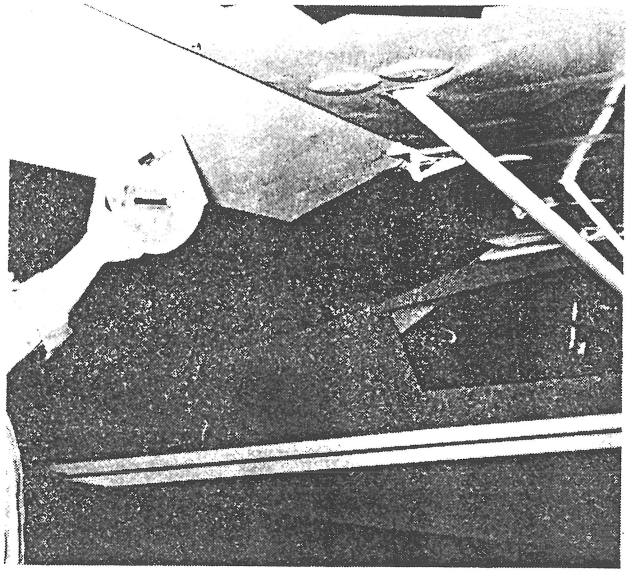

FIGURE 5-7.
g. Check right aileron down travel (See Figure 5-7). Adjust to correct down travel with push rod. Measure up travel. Check down travel on left aileron, adjust push rod to obtain correct travel. Check up travel. Recheck tension. Reset tension by adjusting all turnbuckles evenly. Turnbuckles should have approximately 1 1/2 threads showing out of barrel on each end when properly tensioned.